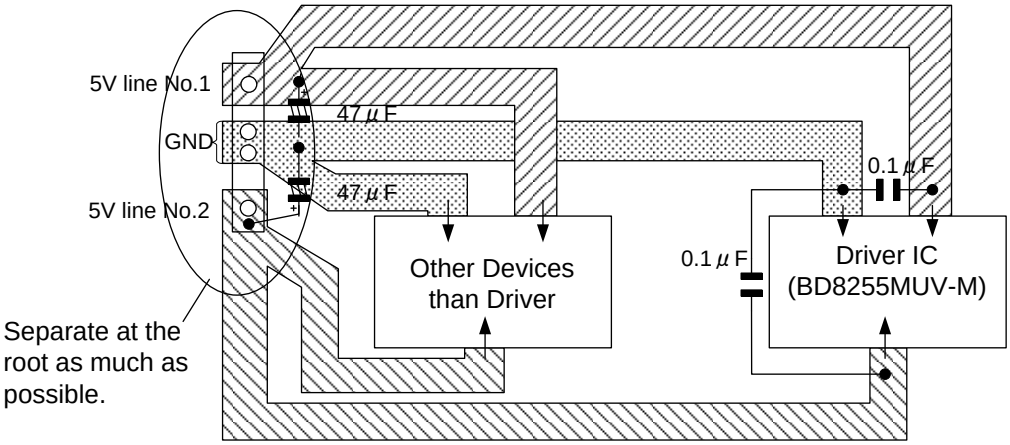

Figure 25. Pattern Example
(1) Reduce impedance in wiring for the driver's 5 V power supply (SPRNF, SLRNF1, SLRNF2, PREVCC, AVM) and power GND (SPGND, SLGND, ACTGND) lines where high current flows. Make sure that they be separated from power supply lines of other devices at the root so that they do not have common impedance. (Figure 25.)